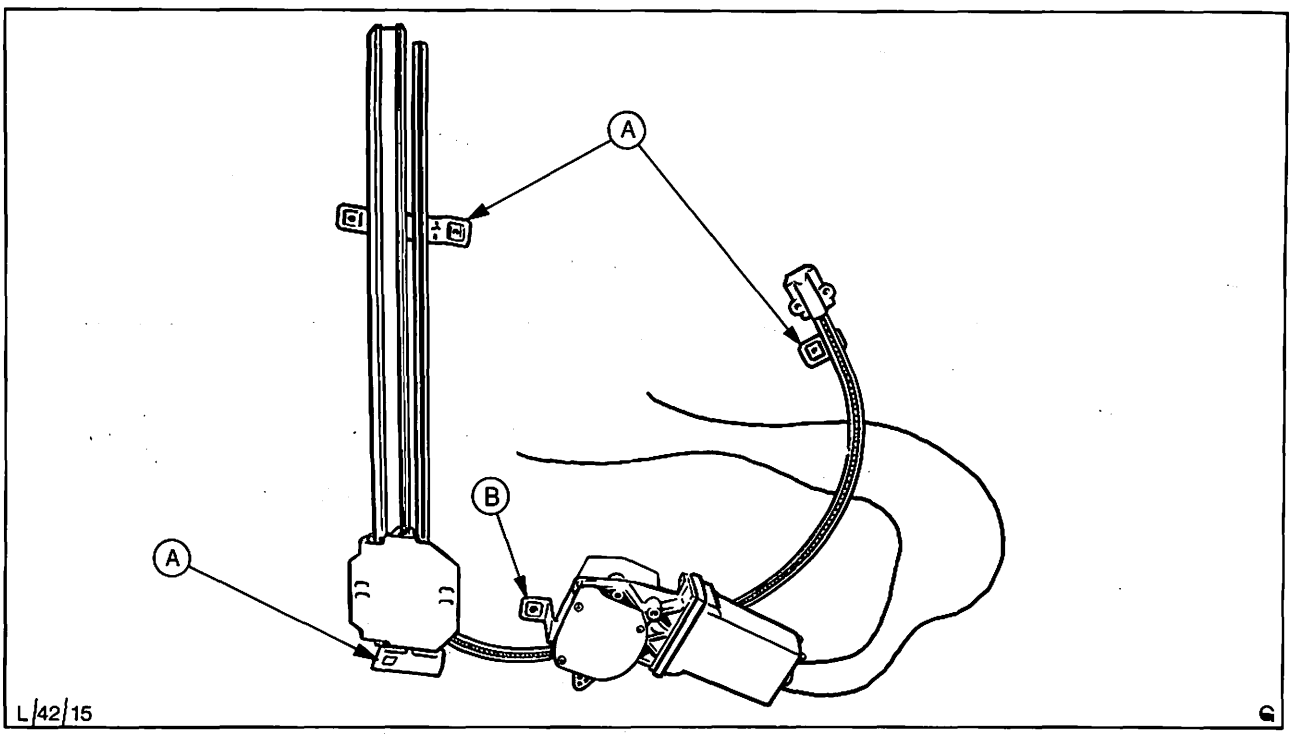

Abb. 3 Fensterkurbelapparat
4. Schrauben Kurbelapparat-Befestigung am Türinnenblech herausdrehen, Kurbelapparat durch den Türschacht herausziehen, Abb. 3.